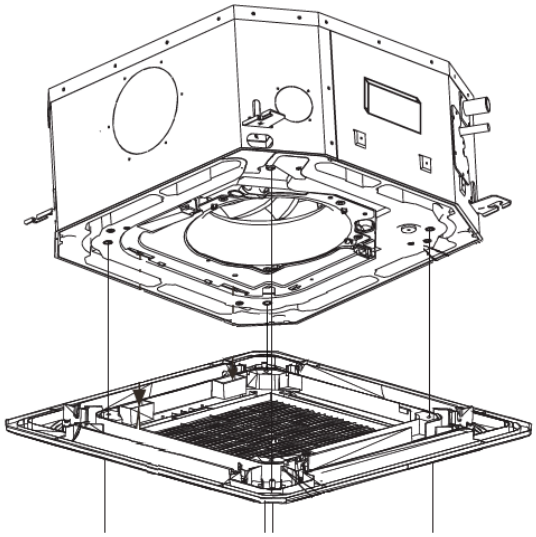

Fig. 8 — Mounting Panel
2. Secure the panel (without the grille) onto the unit, using M5 x 16 screws and washers. Before tightening the screws, be sure the panel is flush with the false ceiling. See Fig. 8.